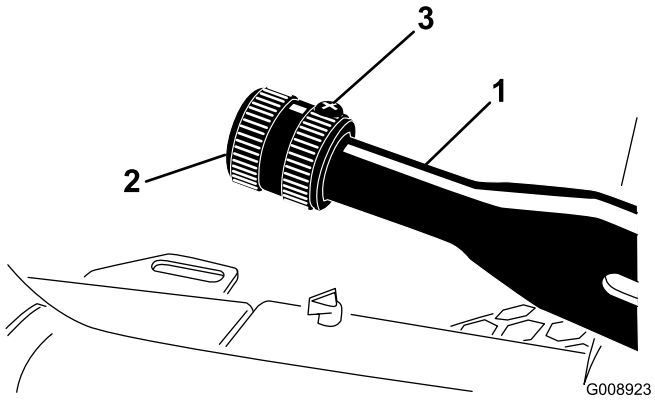

**Figur 71**
1. Løsn sætskruen, der fastholder grebet på parkeringsbremsehåndtaget (Figur 71).